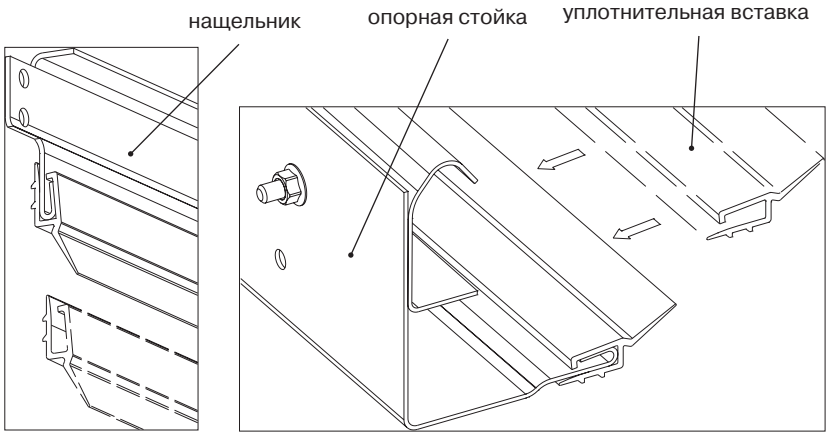

*Рис. 7.1.* Установка уплотнительной вставки
- Установить в нащельник и опорные стойки уплотнительные вставки, как показано на рис.7.1.